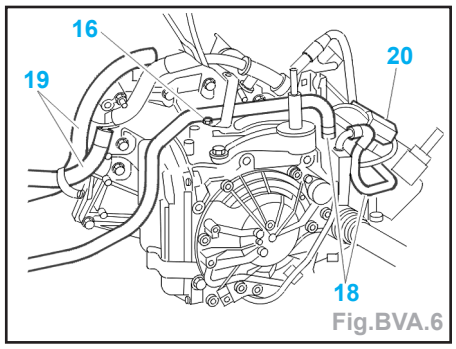
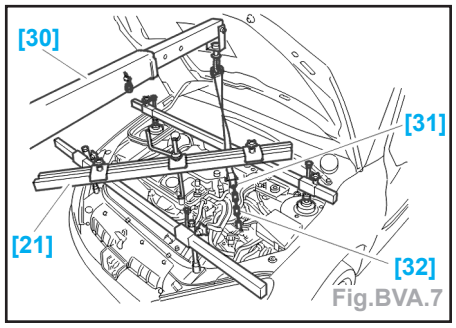

Fig.BVA.6
Fig.BVA.7
- Mettre en place des pinces à durits sur les tuyaux (18) (Fig.BVA.6).
- la fixation du support (16),
- les tuyaux (18).
- Ecarter les faisceaux (19).
- Débrancher l'interconnexion (20).
- Mettre en place les outils [32] (manilles), [31] (chaînes), [30] (grue d'atelier) et [6] (traverse de maintien) (Fig.BVA.7).